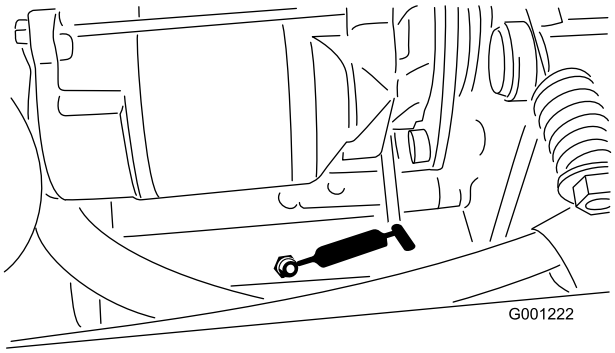

Figuur 42
- Draaipunt van verlengstuk van aftakas (Figuur 42)
- Lager van aftakas, achter (Figuur 42)